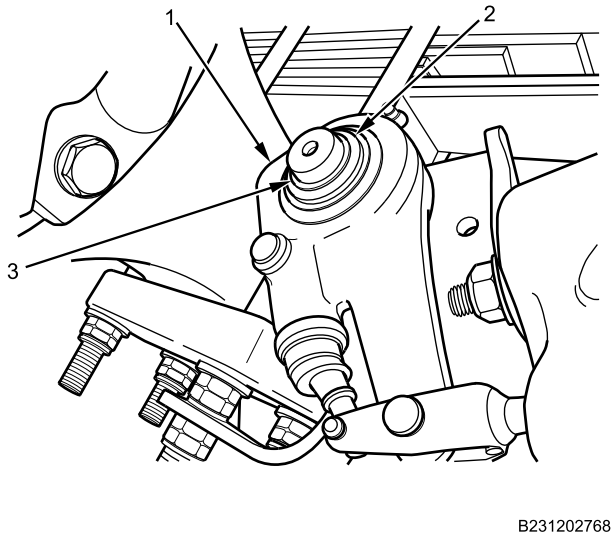

Figure 4. Two-Pin Slack Adjuster Installation.
1. Install slack adjuster assembly (Figure 4, Item 1) onto brake S-camshaft (Figure 4, Item 3) and secure with snapring (Figure 4, Item 2).
2. Check end play between brake S-camshaft (Figure 4, Item 3) and slack adjuster assembly (Figure 4, Item 1) with dial indicator. Desired end play is 0.000-0.060 in. (0.00-1.5 mm).
3. If end play is not within specifications, remove snapring and install washers as necessary onto brake S-camshaft (Figure 4, Item 3). Secure slack adjuster assembly (Figure 4, Item 1) with snapring (Figure 4, Item 2). Repeat steps 2 and 3 as necessary.